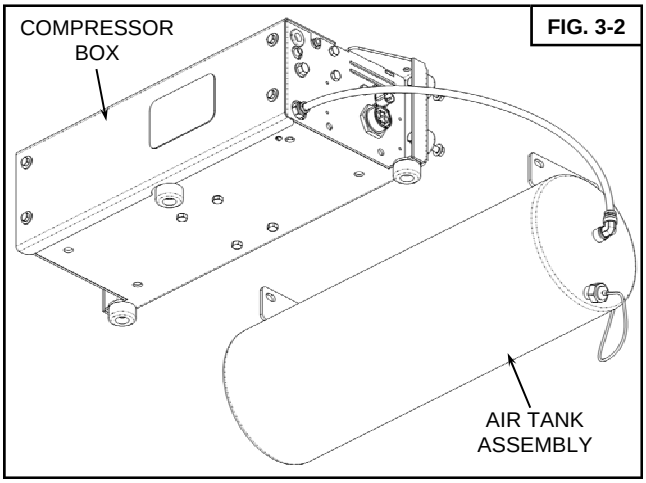

FIG. 3-2
- Connect the compressor box and air tank with 3/8" DOT airline (see Fig 3-2).